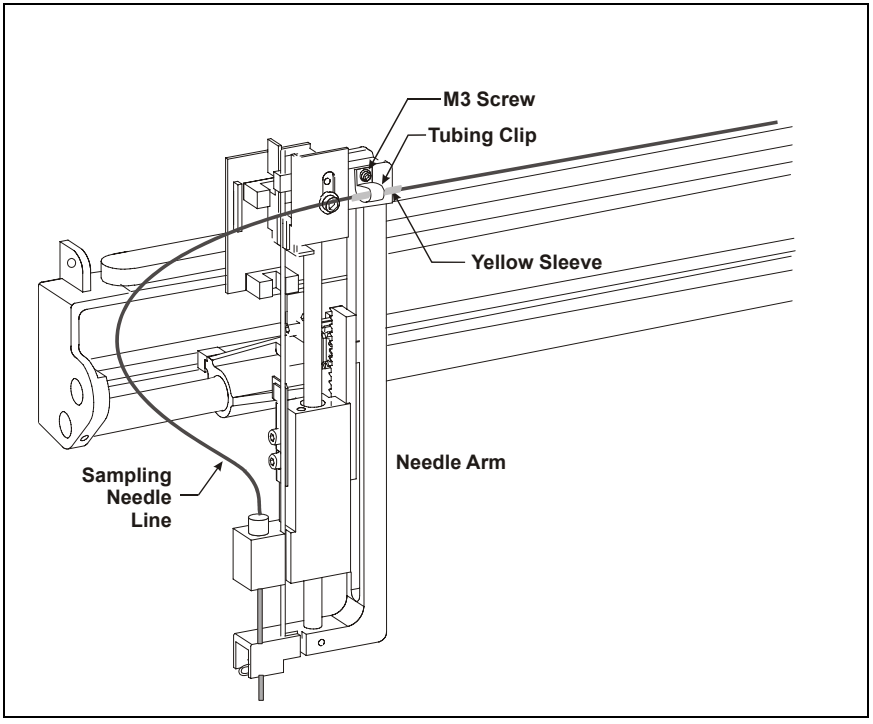

Figure 5-10. Sampling Needle Line and Tubing Clip
4. The line that connects the sampling needle to the sample syringe is clipped to the upper-right side of the needle arm (see Figure 5-10). Using a 2.5-mm Allen wrench, remove the M3 screw that attaches the clip to the sampling arm. Remove the clip, and then remove the tubing from the clip.
5. Measure the distance from the yellow sleeve on the sampling needle assembly line (see Figure 5-10) to the needle. When installing the new sampling needle assembly, position the sleeve on the new line the same distance from the needle.